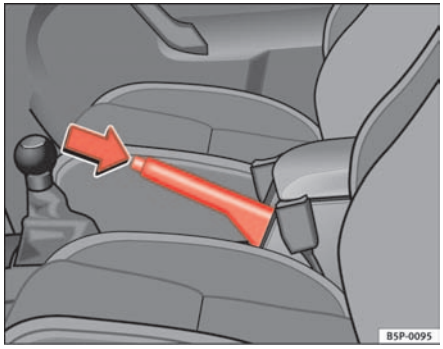

Fig. 139 Handbrake between the front seats
– Pull the handbrake lever up firmly ⇒ fig. 139.
– Pull the lever up slightly and press the locking knob in the direction of the arrow ⇒ fig. 139 and guide the handbrake lever down fully. ⇒ ⚠.